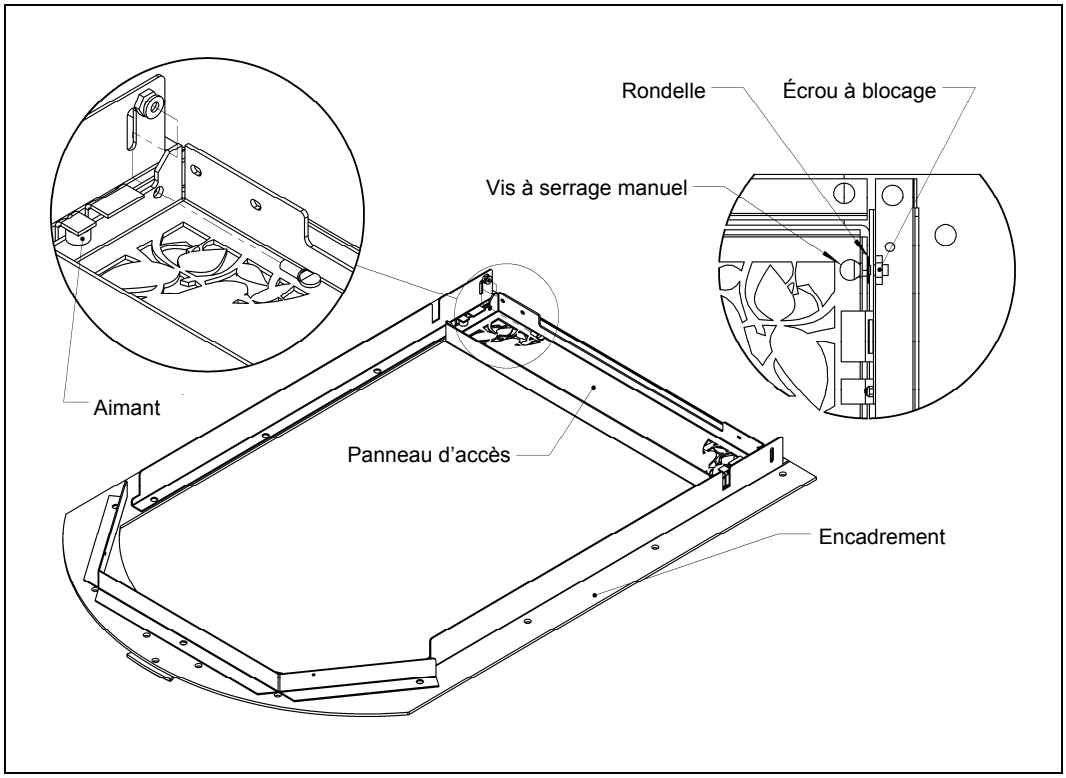

Figure 14 – Installation et retrait du panneau d’accès inférieur.
1. Déposez l’encadrement à plat, face vers le bas, et placez le panneau d’accès de la façon indiquée à la Figure 14. Placez un linge doux sous l’encadrement avant de le déposer, pour éviter les égratignures.
2. Assurez-vous que les deux aimants soient places sur les languettes appropriées tel qu’illustré à la Figure 14.